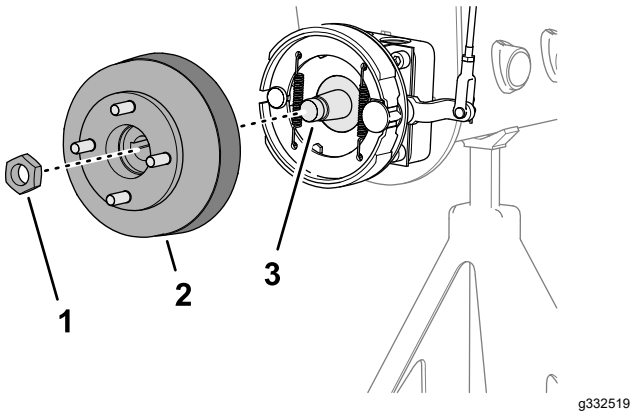
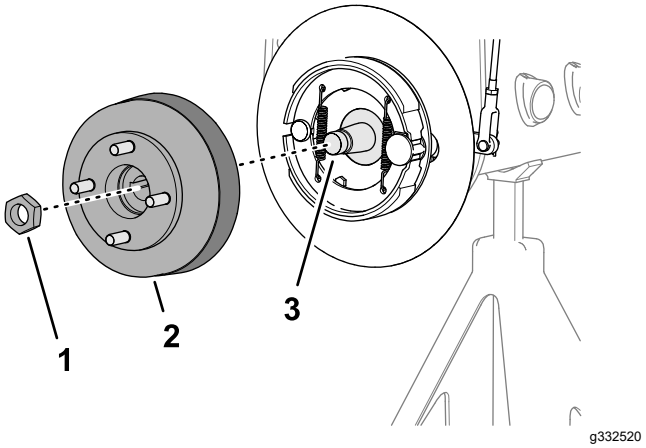

Figure 73
Figure 74
3. Montez le moyeu de roue et le tambour de frein sur l'arbre du moteur de roue (Figure 73 ou Figure 74).
4. Fixez le moyeu de roue sur l'arbre avec le contre-écrou (Figure 73 ou Figure 74), et serrez à la main.